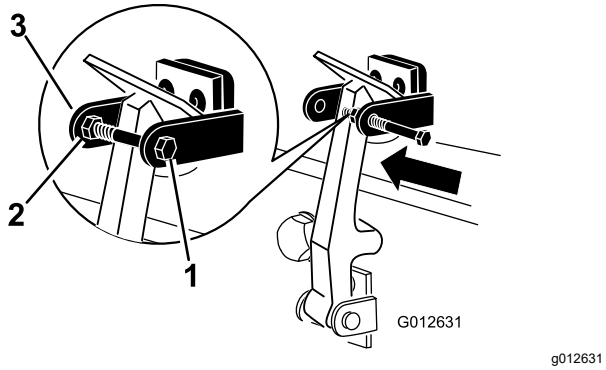

Figur 7
8. Monter bolten på panserlåsbrakettens andre arm for å låse låsen i stilling (Figur 7). Skru til bolten, men ikke stram mutteren.